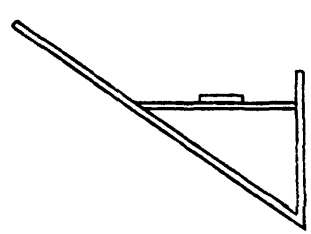

Рис.2 Шаблон для разбивки и контроля земляного полотна
2. Контроль крутизны откосов производится с помощью шаблона (рис. 2).